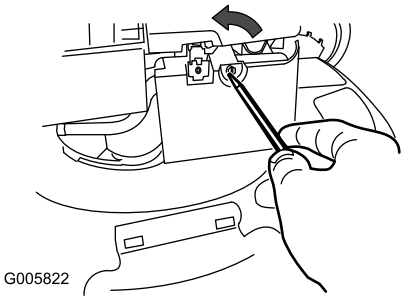

Figuur 34
2. Gebruik een schroevendraaier om het luchtfilterdeksel te openen (Figuur 34).